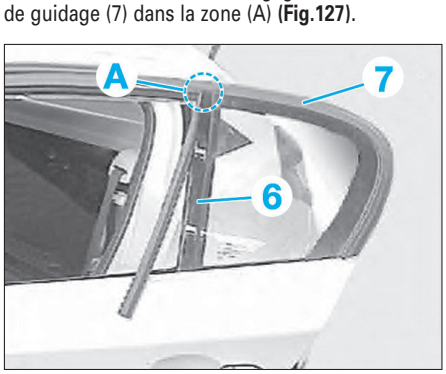

Fig. 127
• Déposer les vis (5).
• Abaisser le cache (6) et le dégager du caoutchouc de guidage (7) dans la zone (A) **(Fig.127)**.